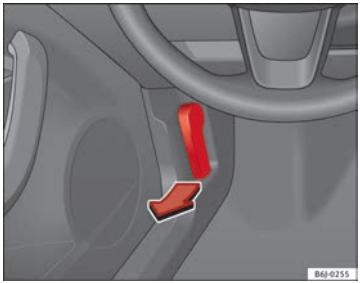

Fig. 125 Bonnet opening lever
– To release the bonnet, pull the lever under the dash panel ⇒ Fig. 125 in the direction indicated (arrow). The bonnet will be released by a spring action ⇒ ⚠.